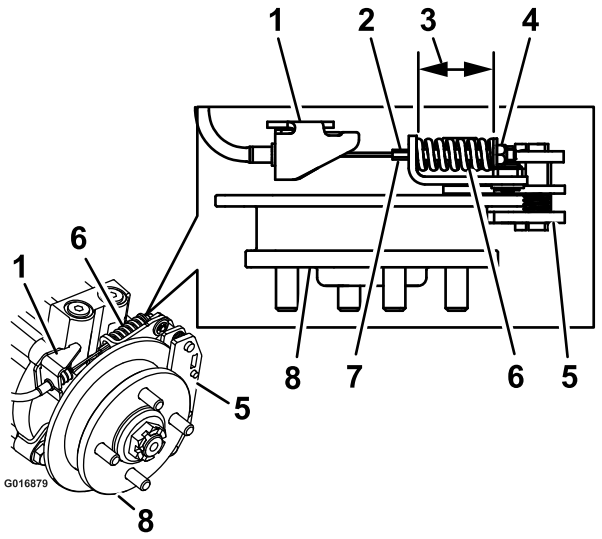

Figur 72
9. Hold den gevindskårne stangende med et stykke værktøj, og juster låsemøtrikken, indtil fjederlængden er mellem 3,8 og 4,0 cm (Figur 72). Kablet må ikke dreje, mens møtrikkerne løsnes.